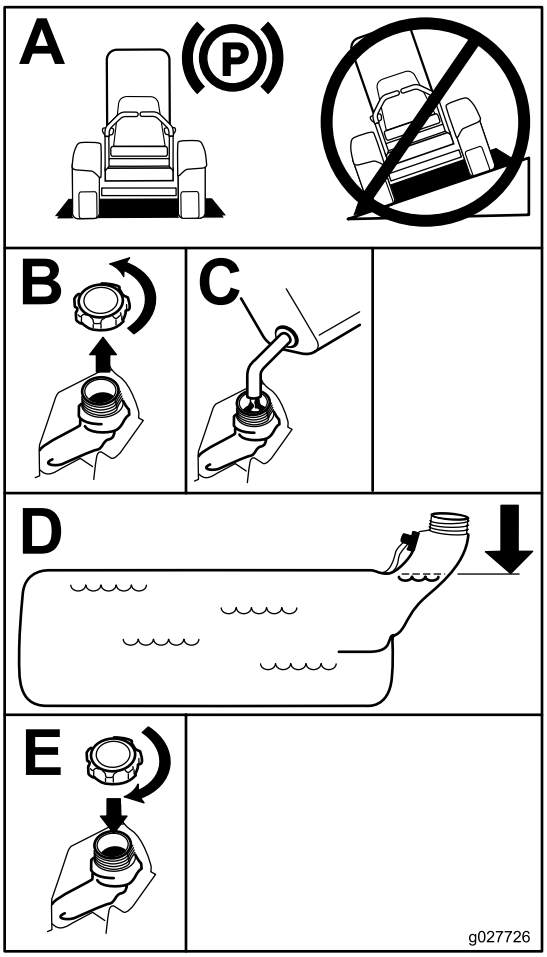

Figuur 7
3. Reinig de omgeving van de tankdop en verwijder deze. Vul de brandstoftank bij met normale, loodvrije benzine tot maximaal 6 tot 13 mm onder de onderkant van de vulbuis. De ruimte in de tank geeft de benzine de kans om uit te zetten. Vul de brandstoftank niet helemaal vol, zie (Figuur 7).